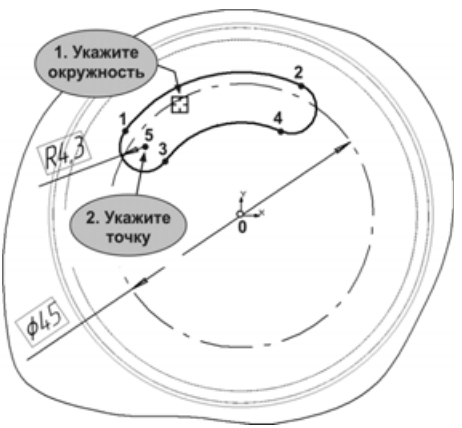

Рис. 5.184
- Нажмите кнопку **Точка на кривой** на панели **Параметризация**. Укажите мышью на осевую окружность в любой ее точке, а затем на точку 5 — центр дуги 1-3 (рис. 5.184). После этого точка переместится на окружность, вместе с остальными элементами паза.